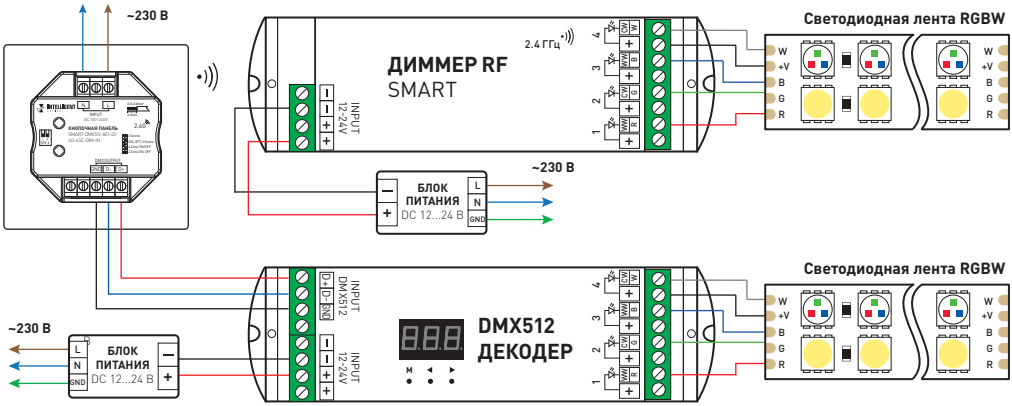

Рис. 1. Схема подключения панели управления
3.2. Подключите панель согласно схеме на рис. 1.